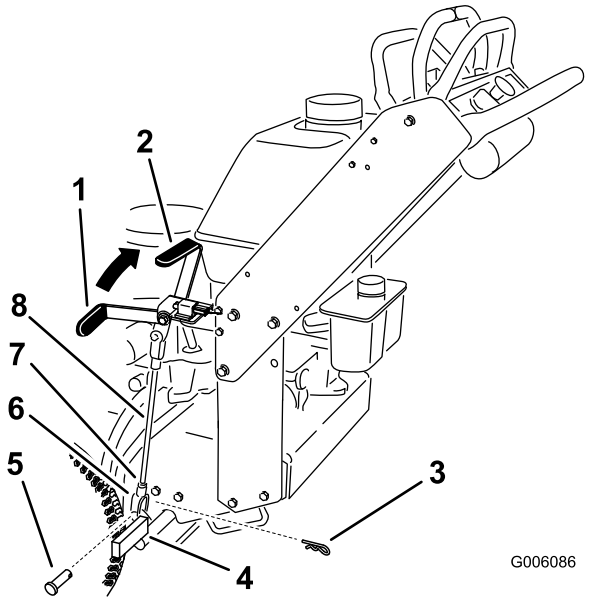

**Figure 47**
**Remarque:** Quand le frein est serré, la poignée doit être à la position 1 heure (Figure 47).
5. Desserrez les écrous de blocage supérieur et inférieur (Figure 47).
6. Pour régler le frein, retirez la goupille fendue et l'axe de chape du levier de frein inférieur (Figure 47).
7. Tournez la tige de frein dans les chapes. Pour serrez le frein, allongez la tige entre les chapes. Pour desserrer le frein, raccourcissez la tige entre les chapes (Figure 47).
8. Fixez la chape au levier de frein inférieur avec la goupille fendue et l'axe de chape (Figure 47).
9. Serrez les écrous de blocage supérieur et inférieur (Figure 47).